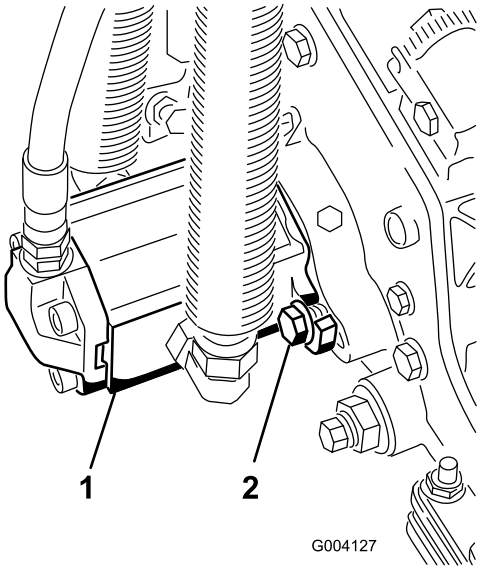

Figur 13
16. Montera motorn genom att vrida den medurs så att motorflänsarna går fria från bultarna (Figur 13). Vrid motorn moturs så att skruvarna omges av flänsarna, och dra sedan åt skruvarna.